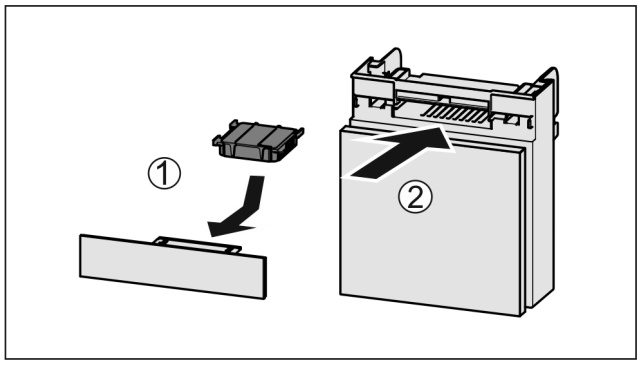

Fig. 148
▶ Filtr s aktivním uhlím vložte podle vyobrazení *Fig. 148 (1)*.
▶ Zásuvku zasuňte *Fig. 148 (2)*.